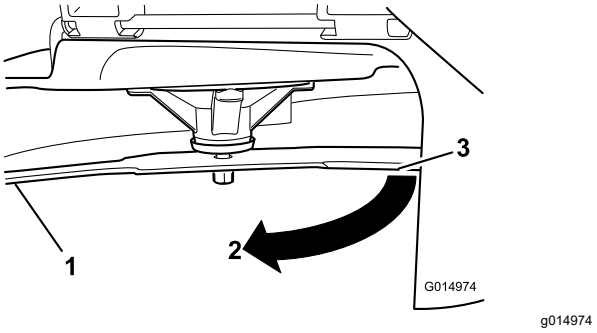

Figur 61
3. Uppmätt avstånd mellan kniv och yta (A)
4. Rotera samma kniv 180 grader så att den motsatta skäreggen nu är i samma läge (Figur 61).